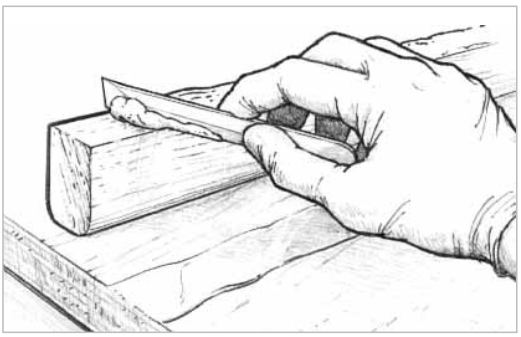

Figure 5-9 *Apply enough thickened epoxy to one of the bonding surfaces so that a small amount will squeeze out of the joint when clamped with moderate pressure.*
2. Apply thickened epoxy to one bonding surface. Modify the resin/hardener mixture by stirring in the appropriate filler until it becomes thick enough to bridge any gaps between the mating surfaces and to prevent "resin-starved" joints. Apply enough of the mixture to one of the surfaces, so that a small amount will squeeze out when the surfaces are joined together with a force equivalent to a firm hand grip *(Figure 5-9)*.